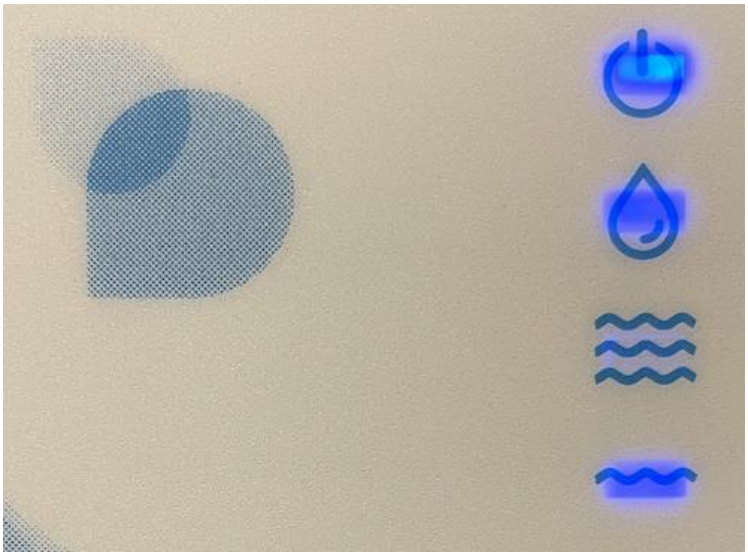

Figura 2 – Estado Conectado Nivel Mínimo y Llenado
ii. **Nível Bajo** – el nivel se considera bajo cuando el agua está por debajo de la sonda MIN. En esta situación, la bomba de circulación se inhibe y se activa la electroválvula (EV) para llenar la piscina. En la pantalla aparece el símbolo de nivel bajo y la indicación de llenado (figura 2). Cuando el nivel del agua alcanza la sonda NORMAL, la electroválvula se detiene y se desactiva la bomba de circulación.